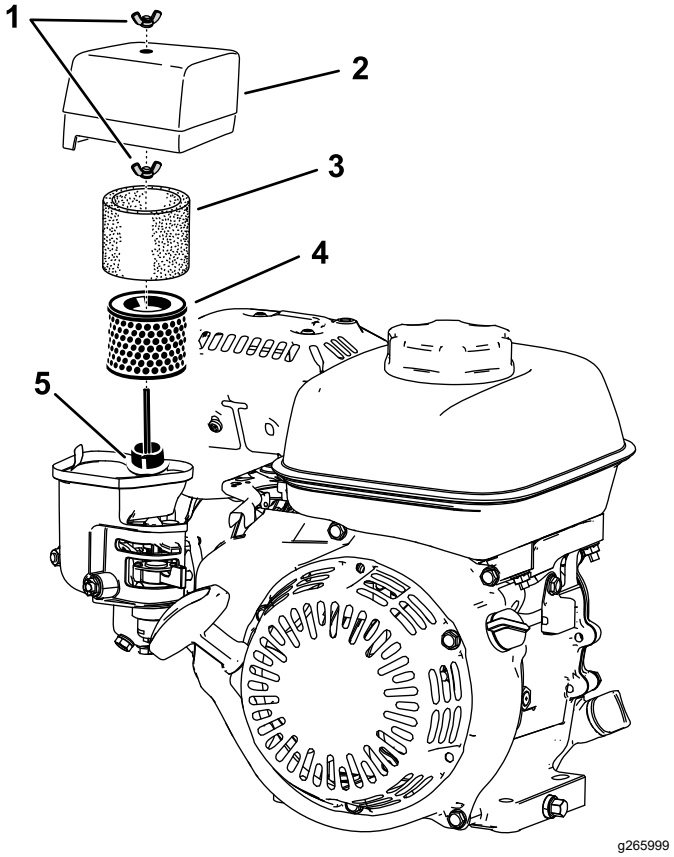

Rysunek 31
2. Odkręć nakrętkę motylkową mocującą pokrywę filtra powietrza (Rysunek 31).